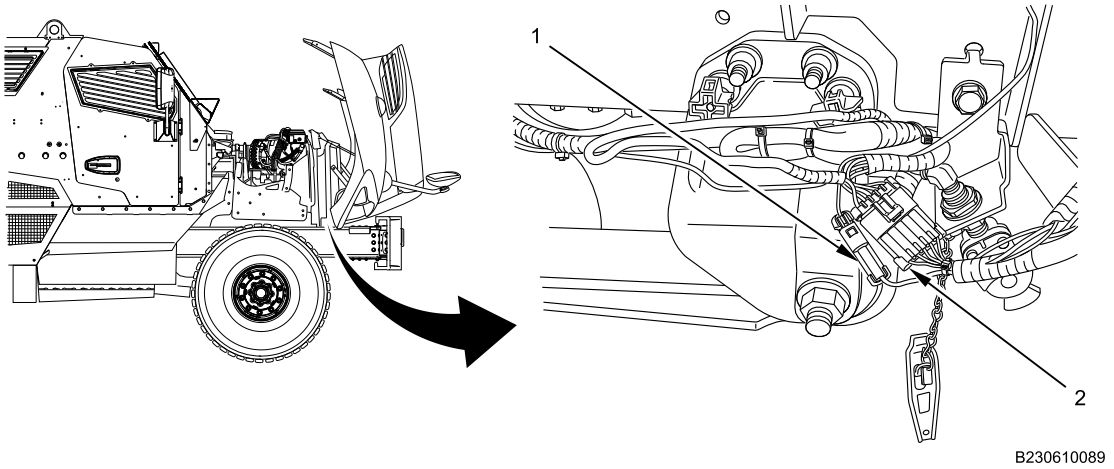

Figure 17. Front Bumper Right Harness Connections.
7. Connect one-pin connector (Figure 17, Item 2) and connect five-pin connector (Figure 17, Item 1).